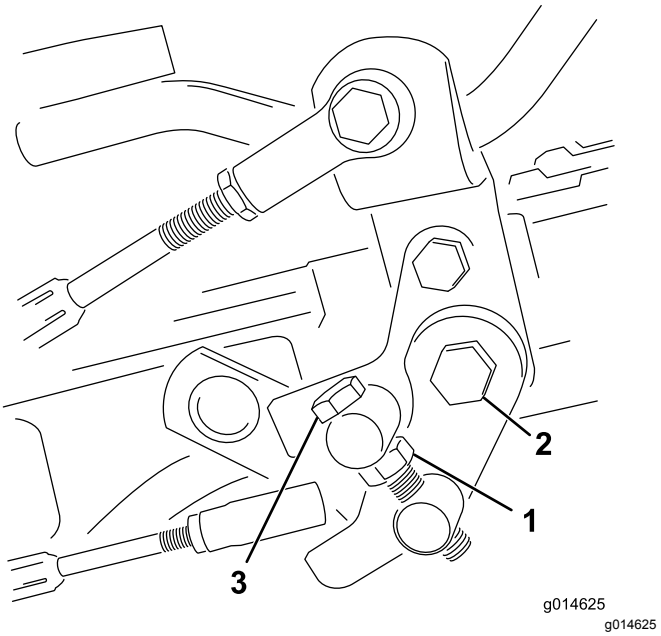

**Figur 33**
1. Løsn kontramøtrikken på trækbøjlen (Figur 33).
4. Tilspænd kontramøtrikken på tappens maskinskrue og møtrikken på pedalens drejetap for at låse justeringen (Figur 33). Kontroller justeringen, og juster som påkrævet.